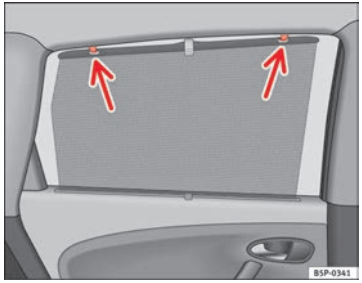

Fig. 82 Rear door sun visor
– Pull out the visor and hook it onto the hooks at the top of the door frame ⇒ Fig. 82. ■